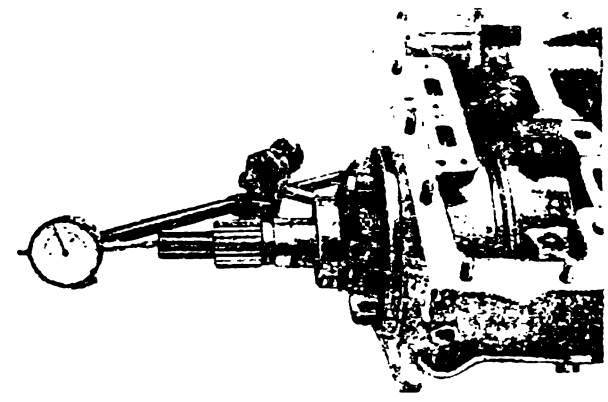
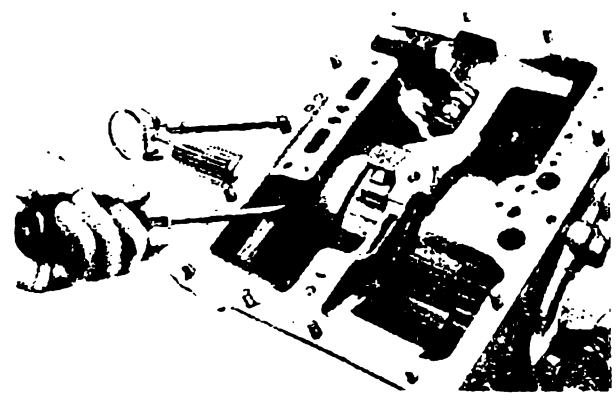

Рис. 111. Установка индикатора
Рис. 112. Замер осевого зазора
39. Проверьте осевой зазор в коробке передач; для этого закрепите индикатор на коробке так, чтобы его ножка касалась торца ведущего вала (рис. 111). Вводя отвертку между стенкой картера и барабаном первого сцепления, подвиньте первое сцепление к задней стороне коробки передач. Установите стрелку индикатора на нуль. Далее, вводя отвертку в щель между кольцевой шестерней и кареткой сателлитов, подвиньте каретку сателлитов к передней стороне коробки передач (рис. 112). Осевой зазор должен быть в пределах 0,2—0,5 мм.